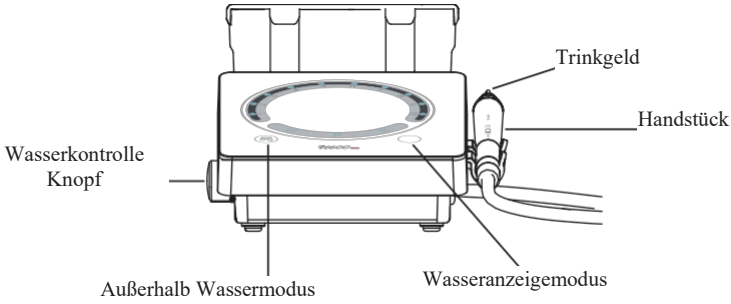

Bild 1
2.1.2 Drehen Sie den Wasserregler gemäß Abbildung 1 auf Maximum